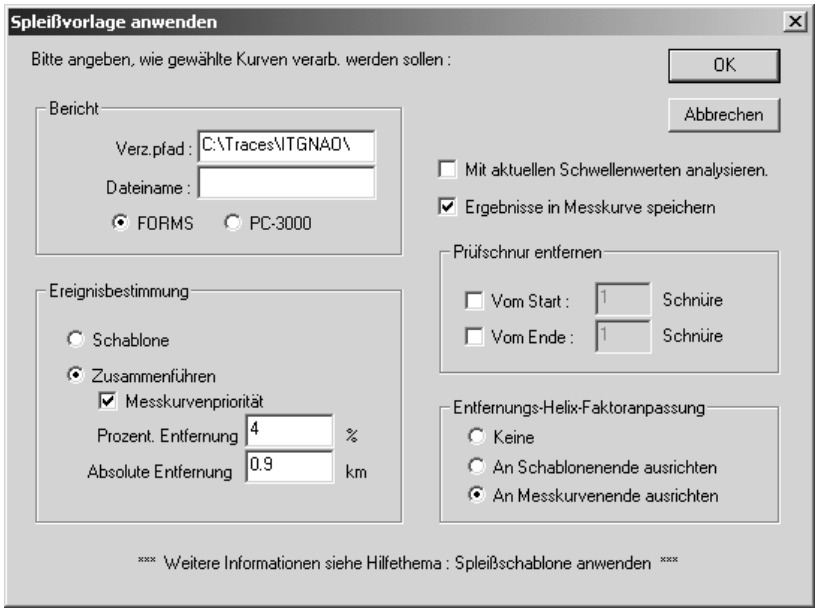

Abbildung 9-1: Dialogfeld Spleißschablone anwenden
4. Wählen Sie Messkurve>Spleißschablone anwenden. Das Dialogfeld Spleißschablone anwenden (Abbildung 9-1) wird angezeigt
Das Dialogfeld Spleißschablone anwenden (Abbildung 9-1) ermöglicht die Auswahl von verschiedenen Einstellungen und Parametern, die festlegen, wie Messkurven verarbeitet werden sollen.